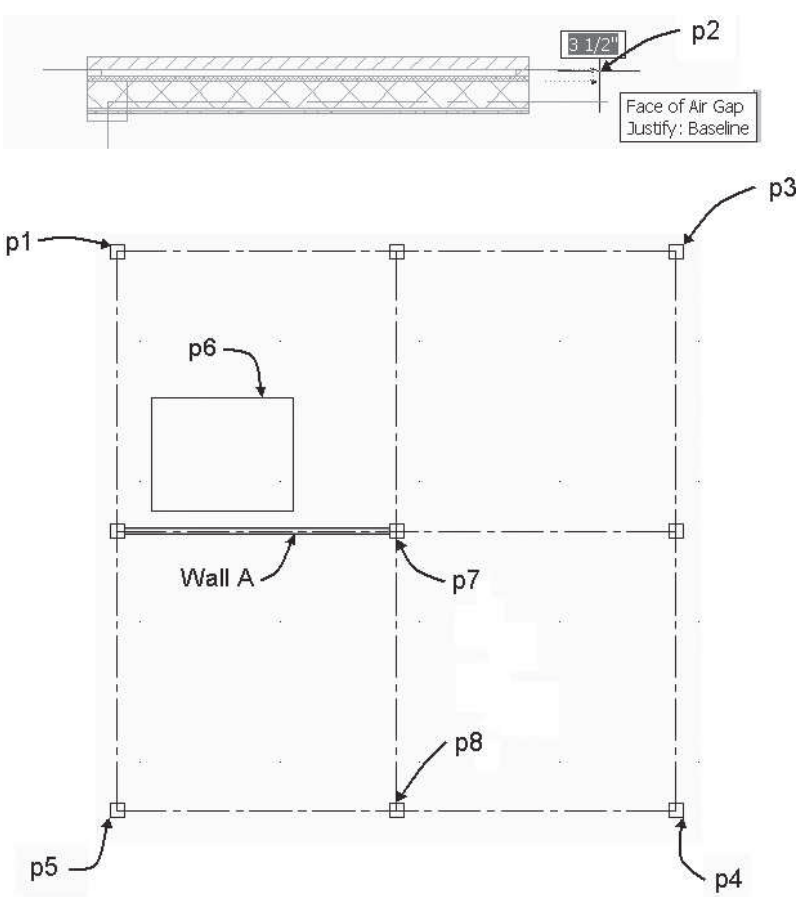

FIGURE 2.20 *Specifying Offset using assistant lines*
`Start point or: (Choose a point at p1 to start the wall as shown in Figure 2.20.)`
`Pick a point or offset <0">: (Move the cursor right. Move the cursor up to point p2 to display the assistant line and click to specify the face of the Air Gap wall component as shown in Figure 2.20.)`
`End point or: (Select a point at p3 as shown in Figure 2.20.)`
`End point or: (Select a point at p4 as shown in Figure 2.20.)`
`End point or: (Select a point at p5 as shown in Figure 2.20.)`
walls: (Select the polyline at p6 as shown in Figure 2.20.)
8. Select Wall A as shown in Figure 2.20; choose Add Selected from the General panel in the Wall tab. Respond to the workspace prompts as follows: